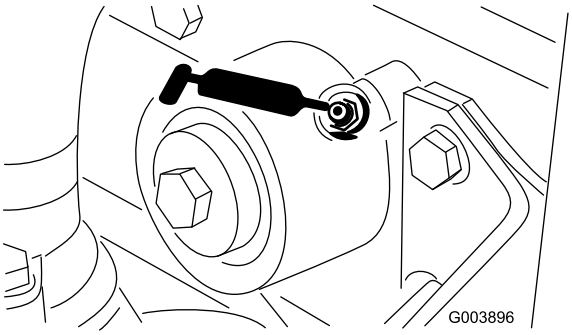

**Figuur 49**
- 1 fitting op de ventilatoras (Figuur 49).